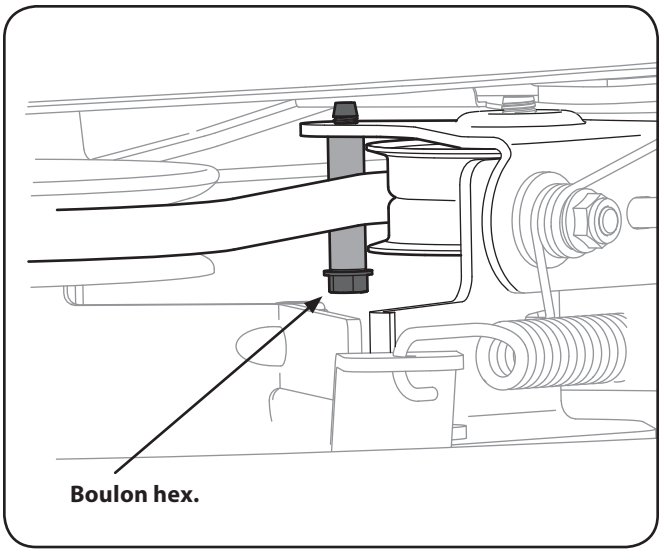

Figure 7-6
6. Démontez la poulie de tension en enlevant le boulon hex. sur la base de la poulie. Voir la Fig. 7-6.